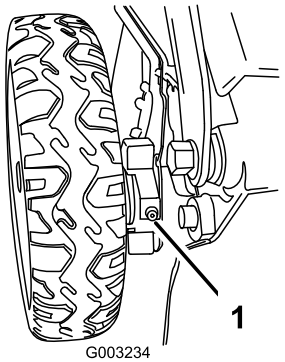

Bild 37
1. Wischen Sie die Schmiernippel innen an den Hinterrädern mit einem sauberen Lappen ab (Bild 37).